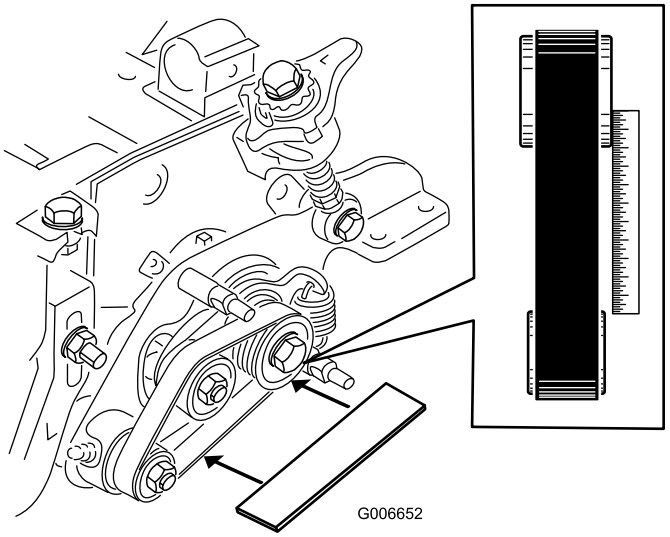

Figura 12
- Disponha uma régua de traçar ao longo da face externa da **polia de** transmissão (Figura 12).